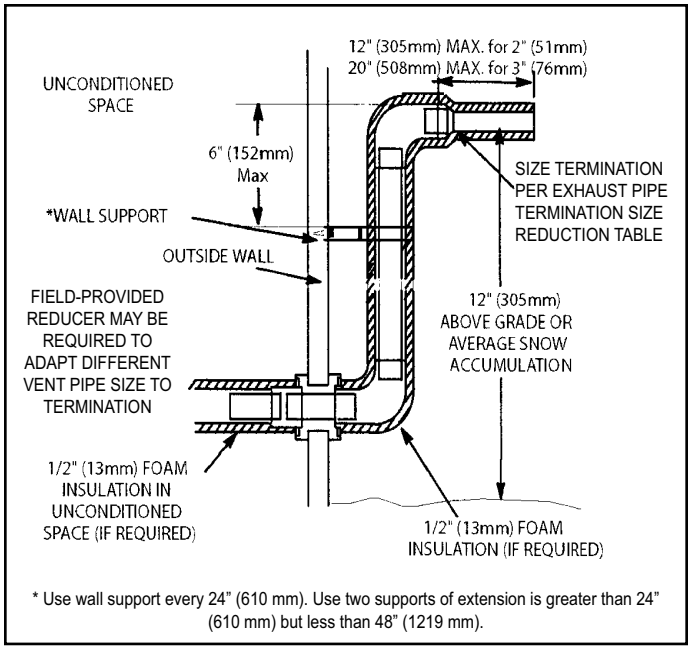

Figure 47. Non-Direct Vent Field Supplied Wall Termination Extended
3. If exhaust piping must be run up a sidewall to position above snow accumulation or other obstructions, piping must be supported every 24” (610 mm) as shown in Figure 47. When exhaust piping must be run up an outside wall, any reduction in exhaust pipe size must be done after the final elbow.